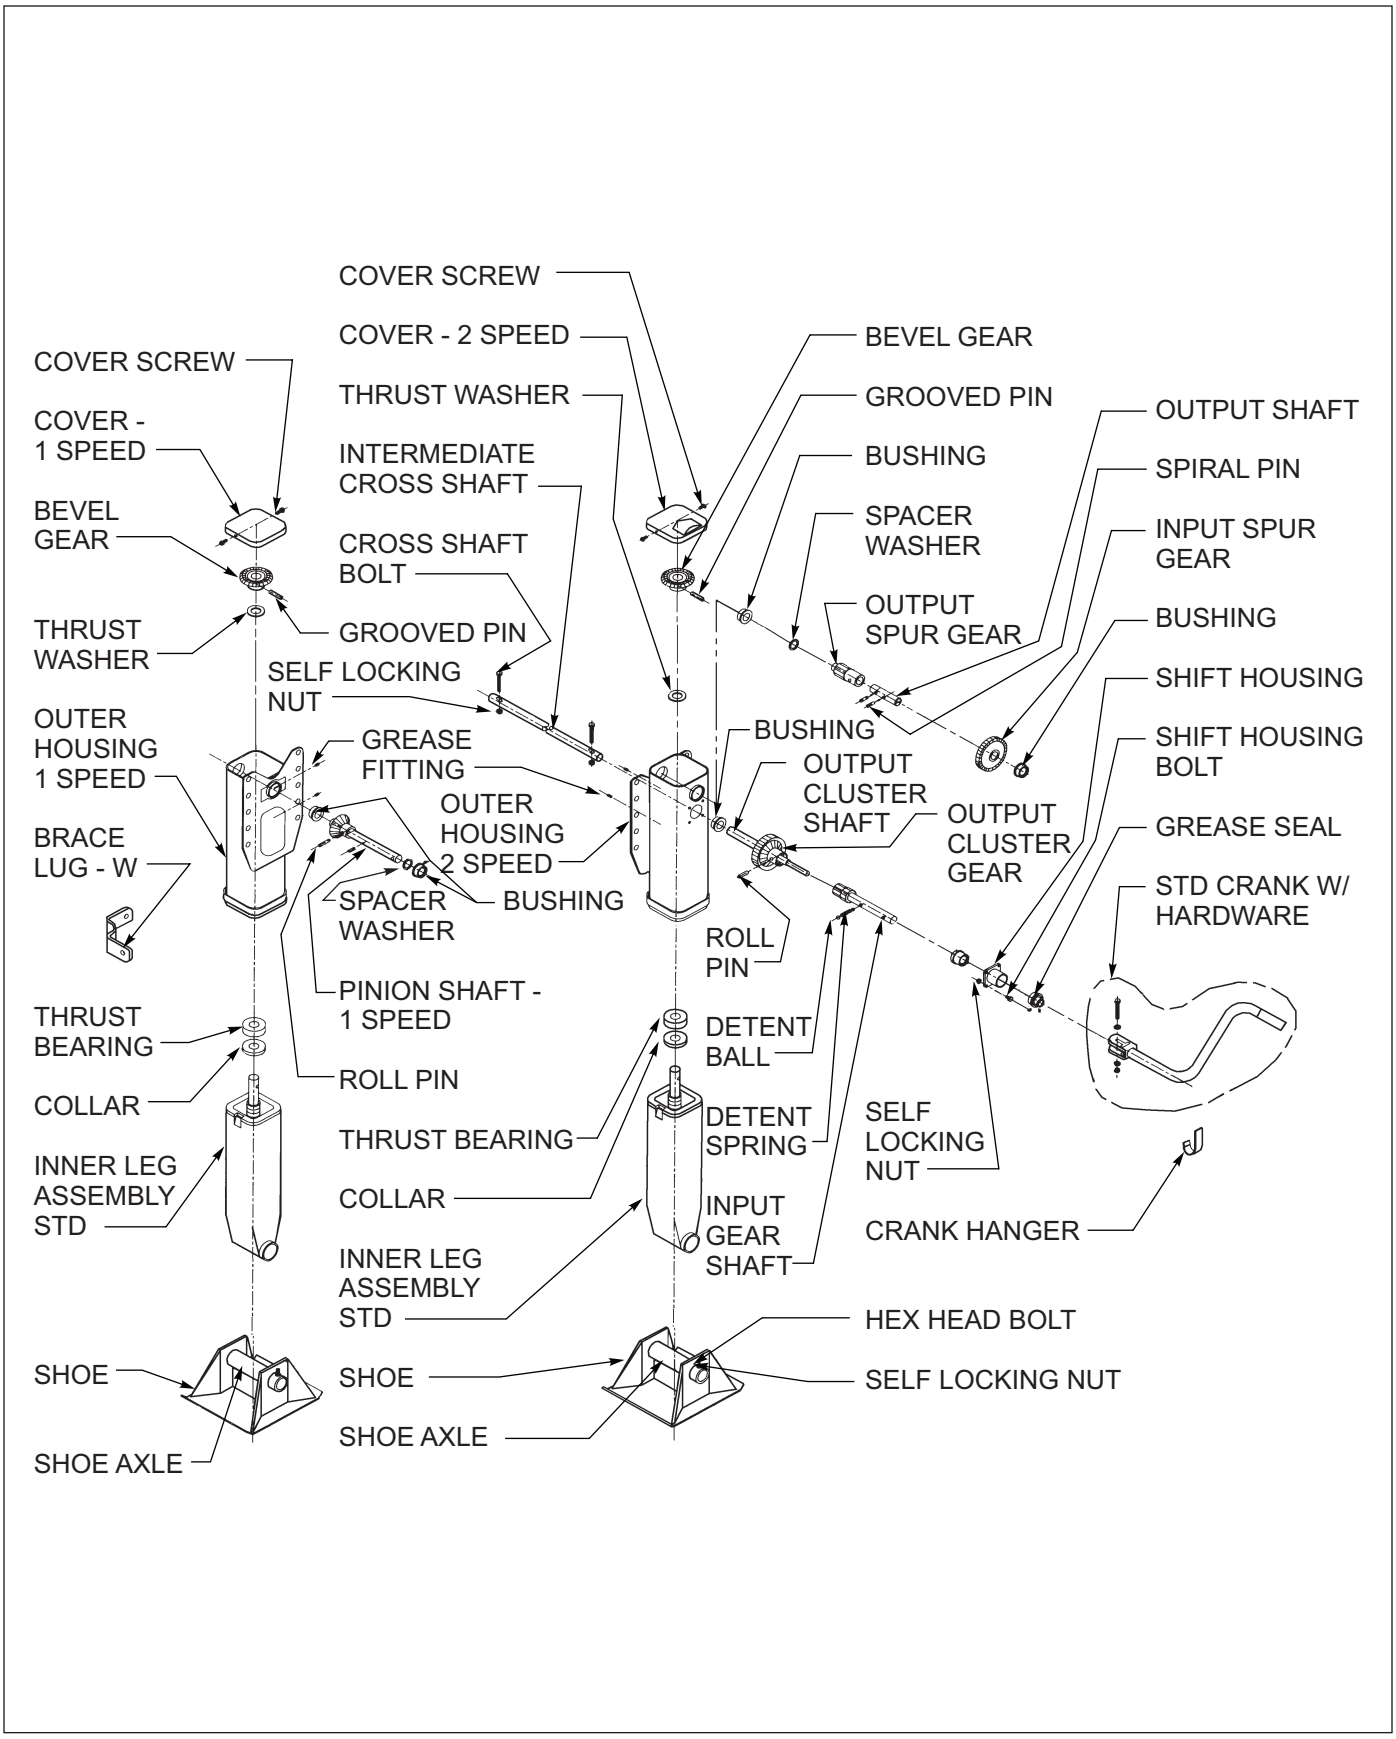

Figure 4-22: Crank Landing Gear Assembly
2. The elevating screw is lubricated by the lower grease fitting located on the upper housing (***See Figure 4-22***) prior to lubrication, extend the landing gear as far as possible. During lubrication, slowly retract the landing gear. The upper grease fitting lubricates the gearing, shafts, and bushings. It is recommended to use a high quality commercial grade lithium EP-2 grease.